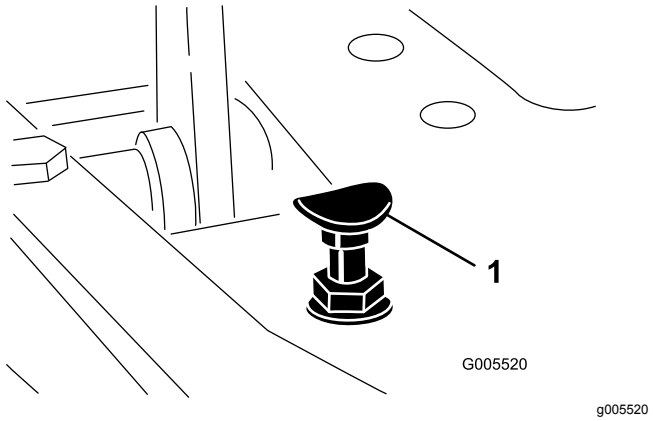

**Figur 47**
Du kommer upp i maximal transporthastighet genom att flytta funktionsreglaget till TRANSPORTLÄGET och trycka ned gaspedalen. Om pedalen får kontakt med stoppet (Figur 47) innan du känner någon spänning i kabeln genomför du följande justeringsprocedur:
1. Flytta funktionsreglaget till TRANSPORTLÄGET och lossa på låsmuttern som fäster pedalstoppet vid golvplattan (Figur 47).